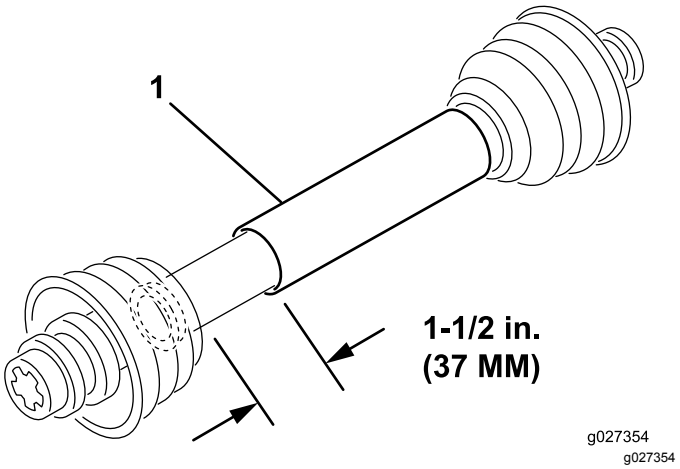

Figuur 2
3. In de kortste stand moeten de 2 helften van de aftakas nog minimaal 37 mm hebben om verder in te schuiven (Figuur 2).